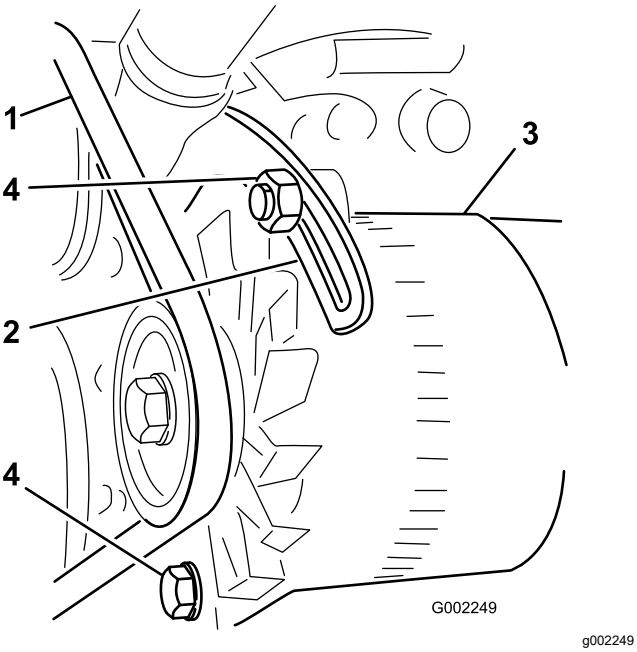

Bild 101
3. Lösen Sie die Schraube, mit der der Drehpunkt an der Lichtmaschine befestigt ist, und die Schraube, mit der die Lichtmaschine an der geschlitzten Strebe befestigt ist (Bild 101).